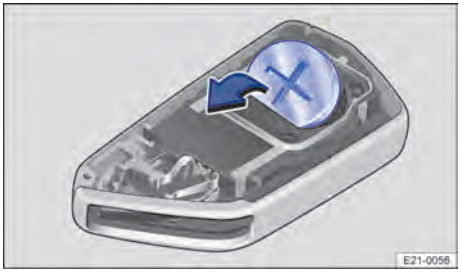

**Fig. 48** Llave del vehículo: cambiar la pila de botón.
3. Retire la pila de su compartimento → fig. 48.